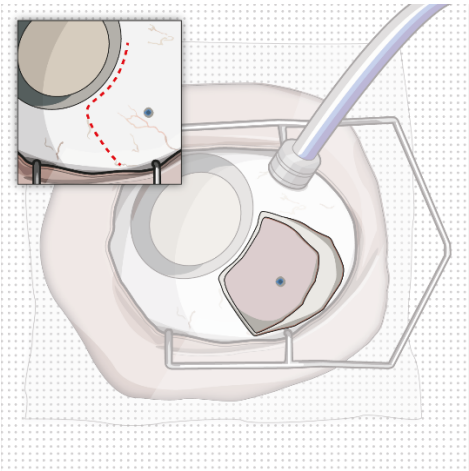

Figure 12
- Measure with adjustable caliper and create at least a 6mm by 6mm peritomy of the conjunctiva and Tenon's capsule around the selected implant location, using wet field cautery (eraser tip) to achieve hemostasis of the underlying episcleral tissues (Figure 12).